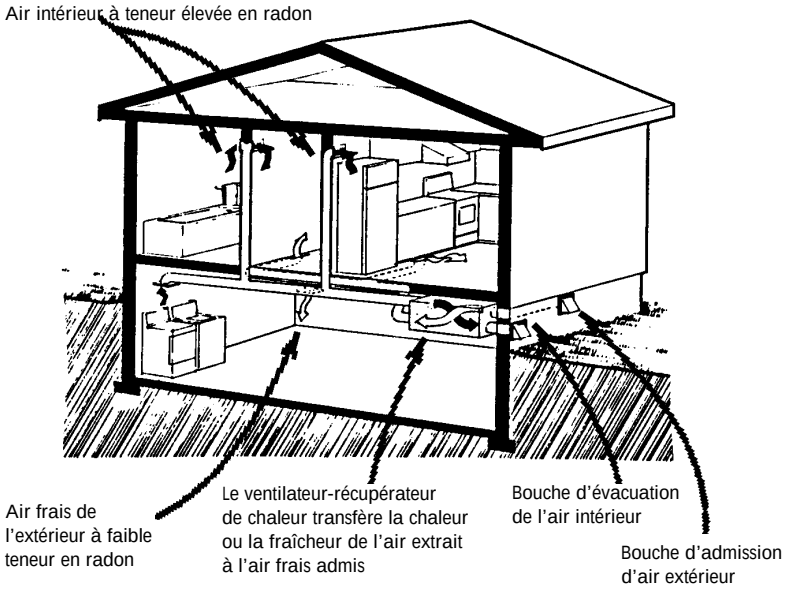

Figure 14. Augmentation de la ventilation au moyen d'un VRC
La ventilation mécanique vient compléter le renouvellement naturel de l'air lorsqu'il s'agit d'évacuer le radon d'une maison. Il faut installer un système où l'entrée et la sortie de l'air sont contrôlées pour éviter une dépressurisation accrue de la maison, ce qui favoriserait l'infiltration de radon. L'installation d'un ventilateur-récupérateur de chaleur (VRC) permet d'atteindre cet objectif (voir la **Figure 14**).
- Installer un système de ventilation équilibrée tel un ventilateur-récupérateur de chaleur. Ce dispositif fonctionne à l'aide de deux ventilateurs, l'un d'aspiration et l'autre d'évacuation (voir la **Figure 14, page 21**). Il permettra de réduire la consommation d'énergie associée à la ventilation accrue de la maison.